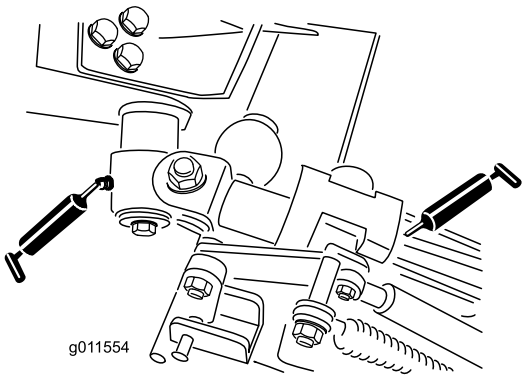

Рисунок 45
- Втулки осей поворота коленчатых рычагов (2 шт.) (Рисунок 45)
- Втулки задних рычагов (4 шт.) (Рисунок 45)